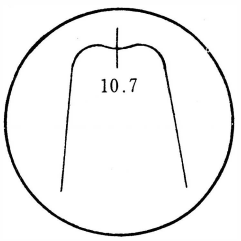

Figure 15
(1) RF Amplifier
(2) First IF Amplifier
b) Set the frequency of the sweep generator to 10.7 MHz and apply its output Adjust T101 until the scope pattern illustrated in Fig. 15 is available.